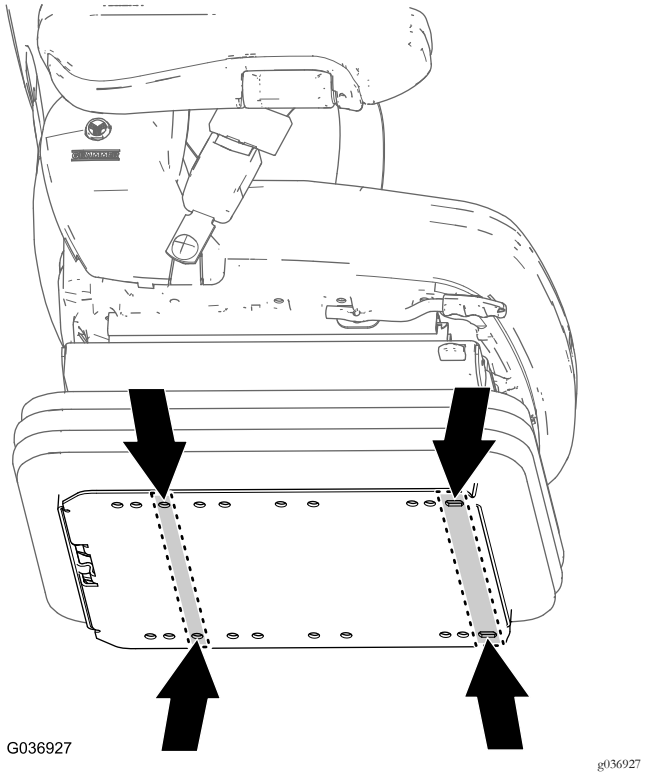

Figur 13
1. Leta reda på sätesmonteringshålen för din maskin på det nya sätets bottenplatta (Figur 13).